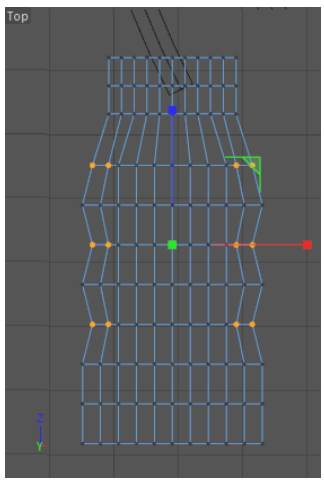

Figure 3-68 *Scaling the selected points*
14. Scale down the selected points along the X axis to get the shape, as shown in Figure 3-68.